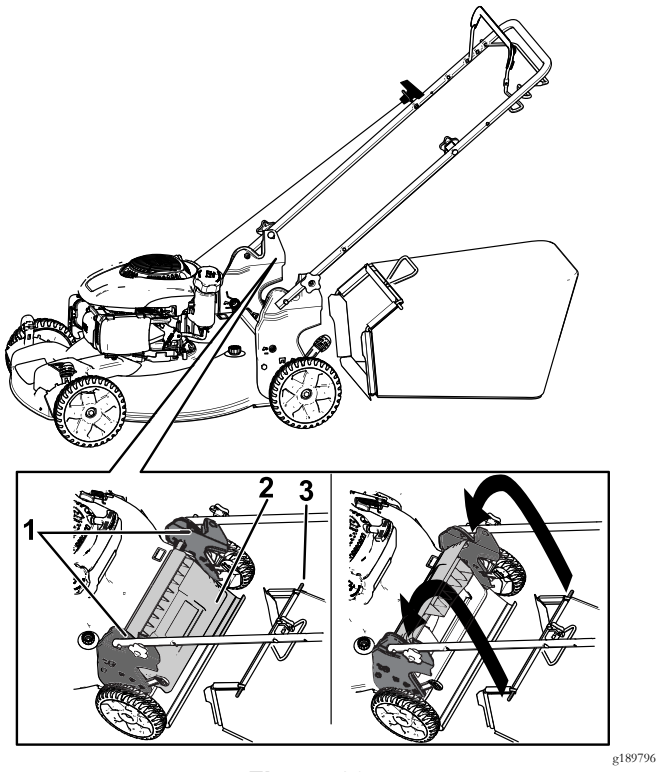

Figure 20
1. Soulevez le volet arrière et gardez-le dans cette position (Figure 20).
2. Montez le bac à herbe en veillant à placer les ergots dans les crans du guidon (Figure 20).